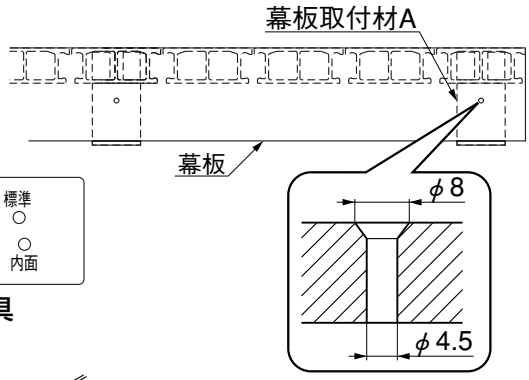

図10-2　幕板の孔あけ
❶ 90°コーナー部の端部は、45°に切断加工してください。
❷ 孔開け治具を使って、幕板取付材Aと側面幕板取付材Aが付いている部分にφ4.5下孔とφ8サラ取りをしてください。（図10-2参照）